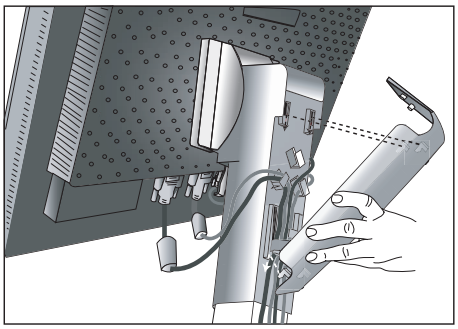
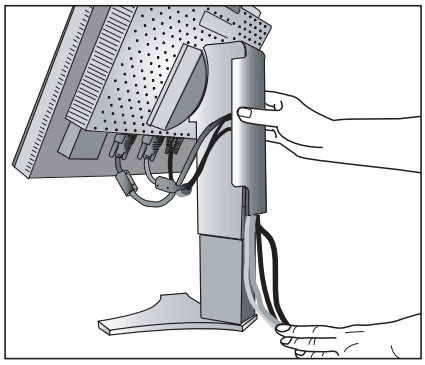

Abbildung D.1
Abbildung D.2
7. Halten Sie alle Kabel fest, und setzen Sie die Kabelabdeckung auf den Fuß (**Abbildung D.1**). Zum Entfernen heben Sie die Kabelabdeckung an, wie in **Abbildung D.2** dargestellt.